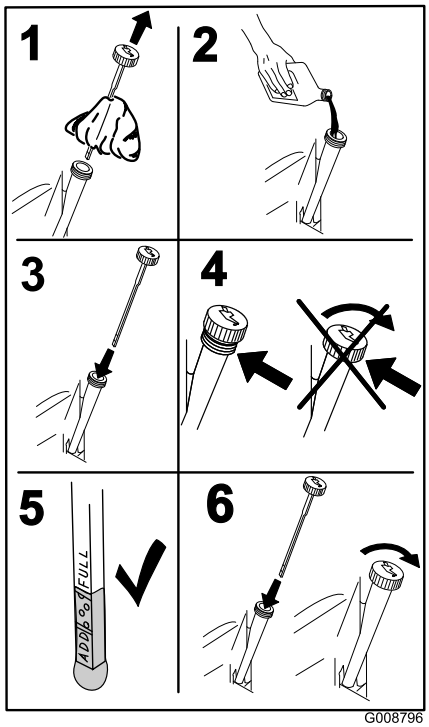

Figuur 40
4. Giet langzaam ongeveer 80% van de gespecificeerde olie in de vulbuis en voeg langzaam de rest van de olie toe tot het peil de markering **Vol** bereikt (Figuur 40).